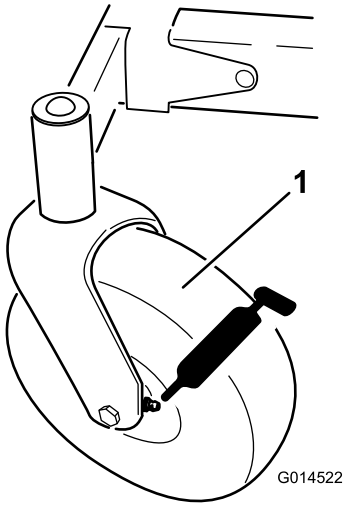
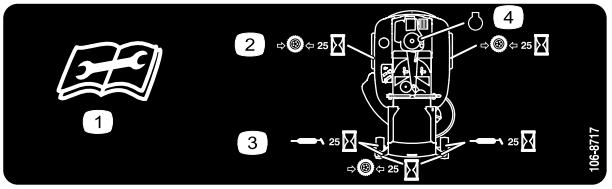

**Figur 32**
**Figur 33**
3. Tørk av smøreniplene (Figur 32 og Figur 33) med en fille. Pass på at du skraper av lakken foran på anordningen(e).
4. Sett en fettsprøyte på anordningen (Figur 32 og Figur 33). Påfør smørefett i smøreniplene til det tyter ut av lagrene.